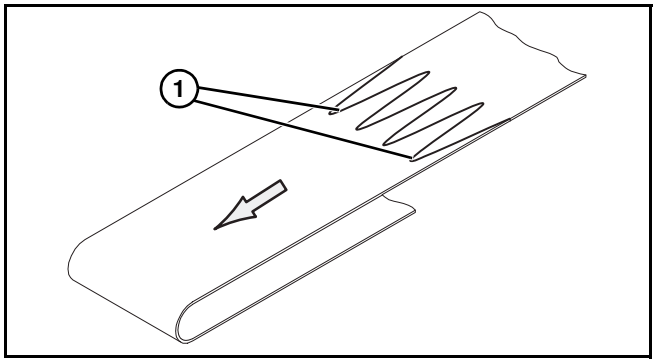

Figure 50
1. Orienter la bande de façon que les doigts de l'épissure **(Figure 50, élément 1)** pointent dans la direction de déplacement de la bande indiqué par l'étiquette **(Figure 49, élément 1)**.